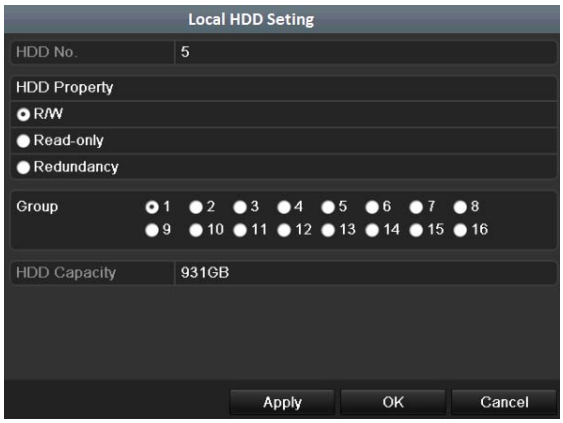

Figure 12. 16 Set HDD Property
2. Select HDD from the list and click the icon to enter the Local HDD Settings interface, as shown in Figure 12. 16.